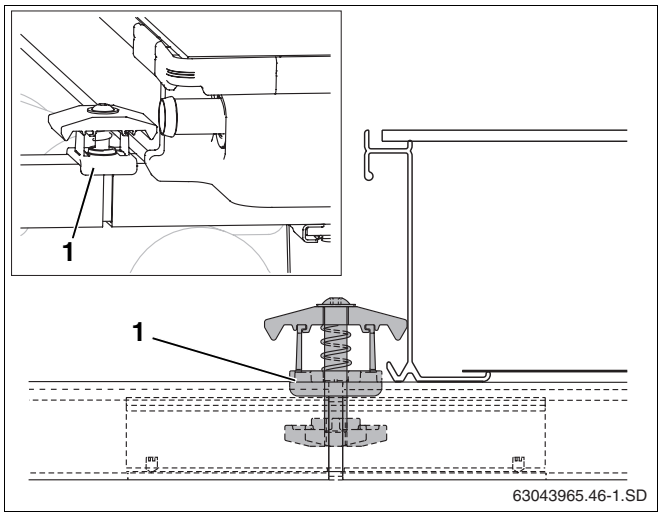

Abb. 45 Doppelseitigen Kollektorspanner montieren
- Doppelseitigen Kollektorspanner mit der Mutter voran so in die Öffnung der Profilschiene und Steckverbinder legen, dass der Kunststoff-Distanzbock (Abb. 45, **Pos. 1**) die Profilschiene umgreift.